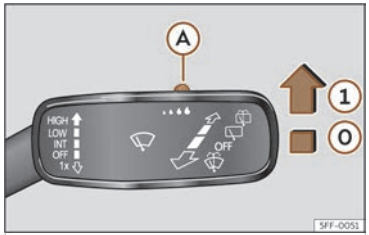

Fig. 112 Windscreen wipers lever: adjust the rain sensor Ⓐ.
Push the lever to the desired position ››› **Fig. 112**.
When the ignition is switched off and then back on, the rain sensor stays on and starts operating again when the windscreen wipers are in position ››› **Fig. 112** ① and the vehicle is travelling at more than 16 km/h (10 mph).